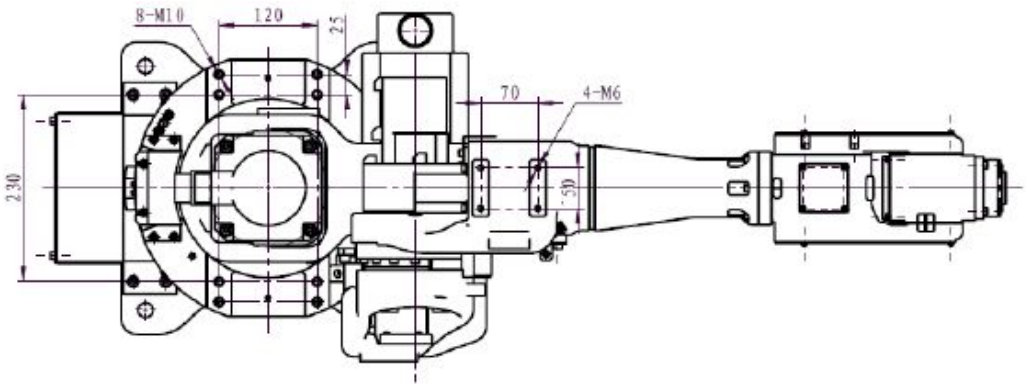
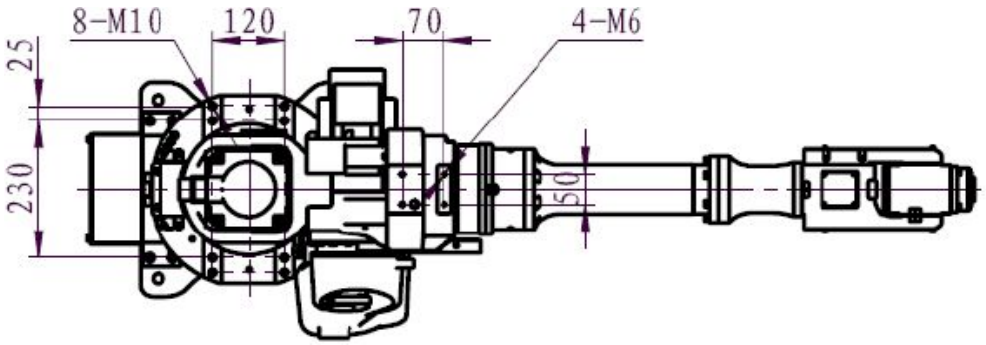

Figure 3-6 Dimensions of Forearm Drive Box and Rotary Seat Auxiliary Installation Hole of SA1400
Figure 3-7 Dimensions of Forearm Drive Box and Rotary Seat Auxiliary Installation Hole of SA1800
3. The dimensions of forearm drive box and rotary seat auxiliary installation hole of SA1400 are shown in fig.3-6; the dimensions of forearm drive box and rotary seat auxiliary installation hole of SA1800 are shown in fig.3-7.